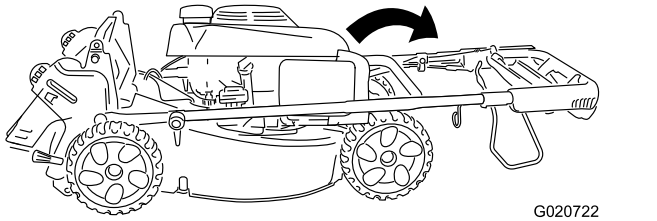

Rysunek 21
2. Obróć cały uchwyt do przodu (Rysunek 21).